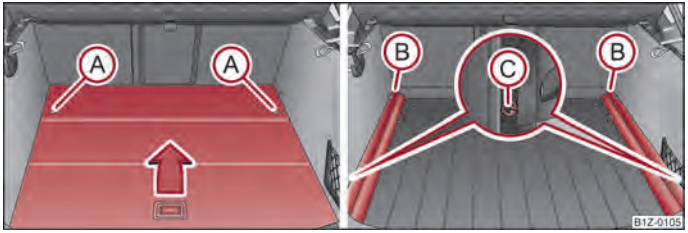

Fig. 62 Luggage compartment: Remove variable loading floor/remove carrier rails
– Unlock the variable loading floor by turning the safety eyes Ⓐ ⇒ fig. 62 to the left by around 90°.